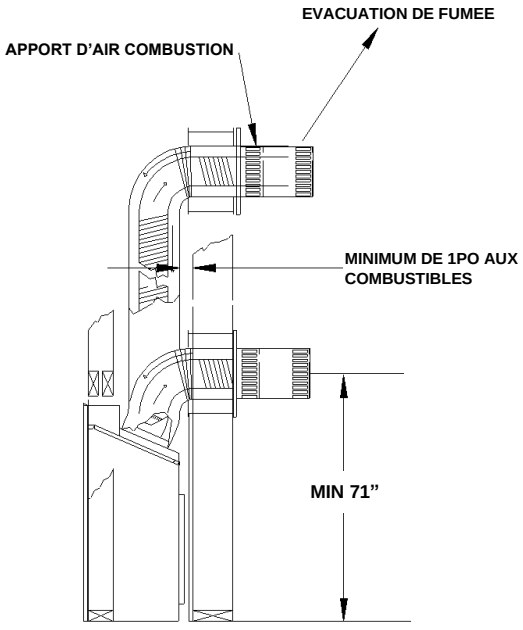

Figure 1
Placez les ressorts d'espacement environ tout les 2pi pour stabiliser le conduit flexible de 5po à l'intérieur du conduit flexible de 8po. Pour les courbes, placez les ressorts dans la courbe ou avant et après. (Voir fig.1) Les conduits horizontaux nécessitent des courroies de soutien en métal tout les 2pi. Dans les installations déviées, des courroies de soutien devraient être utilisées pour stabiliser le tuyau.
Étirez les tuyaux de 5po et 8po pour que le tuyau de 8po dépasse du mur extérieur d'environ 2po ou 3po et le tuyau de 5po sorte de celui de 8po d'environ 2po à 3po. (voir fig.1)
4. Pour installer le manchon centrez-le à l'intérieur de l'ouverture de 12po x 12po de la charpente et fixez-le. Passez le conduit dans le manchon mural. (Voir fig.1)